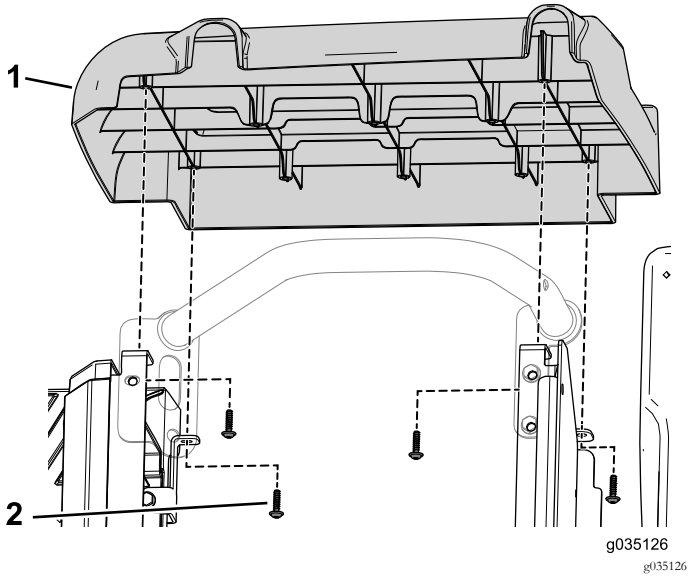

Bild 88
10. Befestigen Sie die rechte Abdeckung mit den vier Blechschrauben am Sitz (Bild 88).